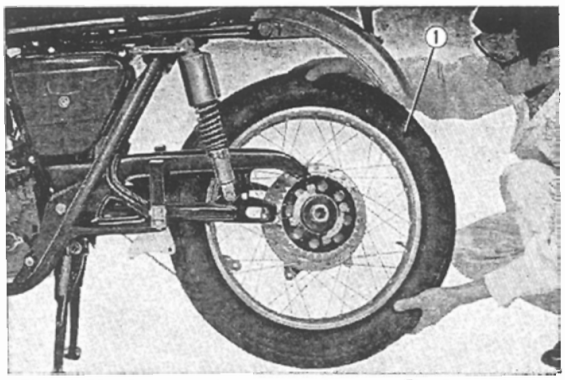

Fig. 4.91 Removing the rear wheel ① Rear wheel
① Drive chain ② Drive chain clip
4. Remove the rear axle nut and extract the rear wheel axle. Tilt the rear wheel, and remove. **(Fig. 4.91)**